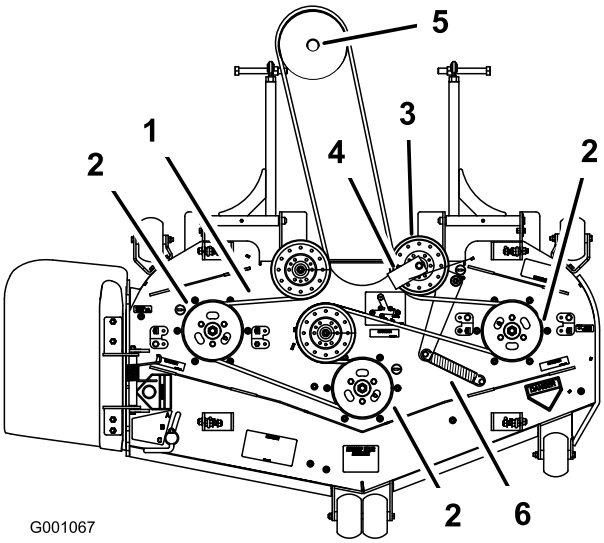

Figur 59
6. Før den nye rem rundt om plæneklipperens remskive og gearkassens remskive under motoren (Figur 59).
7. Monter fjederen på styrearmen (Figur 59).
8. Monter remstyret på den fjederbelastede remskive i en vinkel på 45 grader som vist i Figur 59.